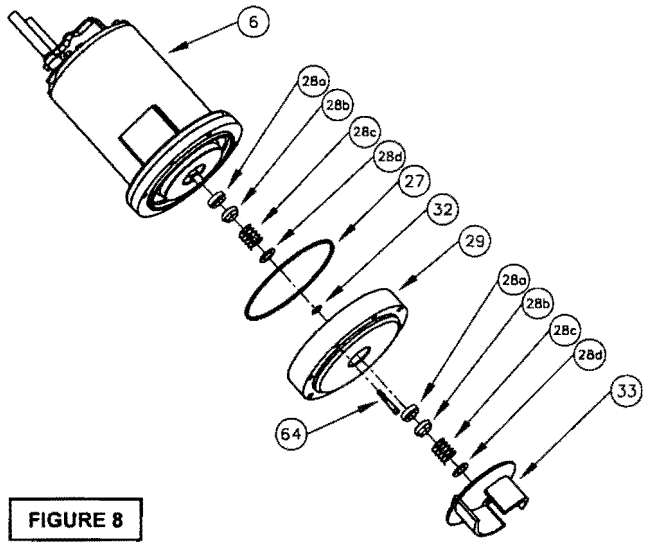

FIGURE 8
Inner Seal (DS Units Only)- To expose inner shaft seal (28) for examination, remove outer seal as outlined above. Remove socket head cap screws (64) Lift outer seal plate (29) and square-ring (27) from inner seal plate (5) see Figure 8 If further repair is required, remove snap ring (32), retaining ring (28d), spring (28c) and rotating member (28b) from shaft. Examine as outlined in outer seal paragraph. If replacing seal, remove stationary (28a) by prying out with flat screwdriver.